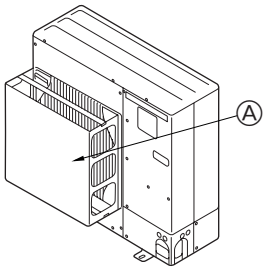

Fig. 2-4
② Si la unidad está situada en un lugar expuesto a vientos fuertes como huracanes, etc. que puedan entrar en la salida de aire, coloque una guía opcional de aire. (Fig. 2-4)